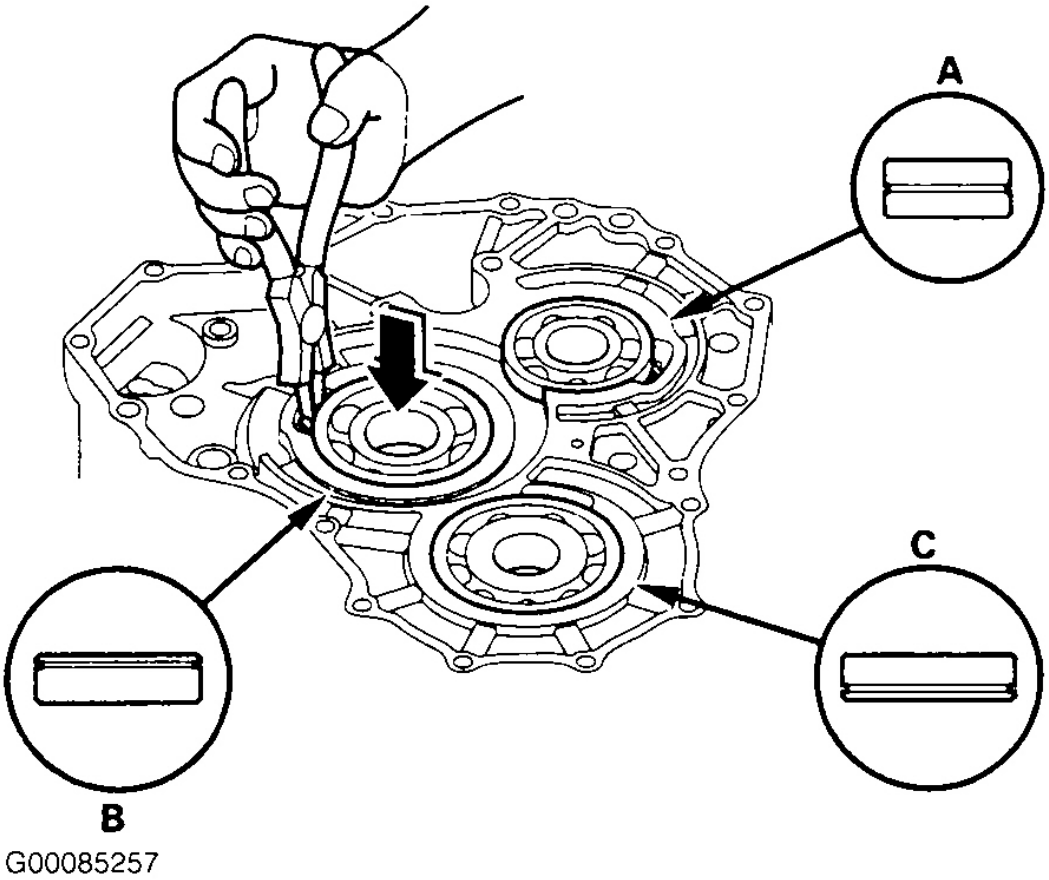

Fig. 13: Installing/Removing Shaft Bearings
1. To remove the mainshaft bearing (A), countershaft bearing (B), and secondary shaft bearing (C) from the transmission housing, expand each snap ring with the snap ring pliers, then push the bearing out. See **Fig. 13** .